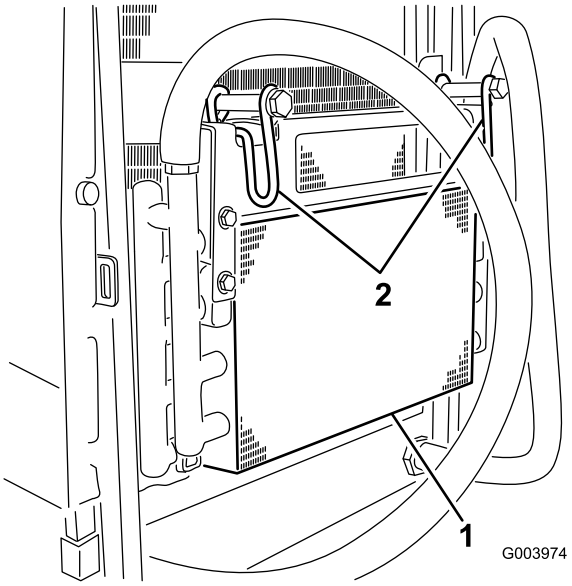

Figur 58
6. Vrid spärren inåt för att frigöra oljekylaren (Figur 58).